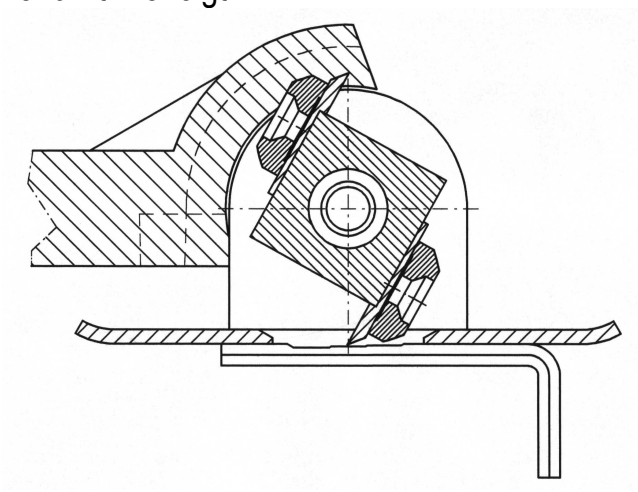

Bild 2
- Schlüssel (12) mit den Einkerbungen zur Messerwalze (03) zeigend auf das Führungsblech (19) legen, wie in der Abbildung (Bild2).